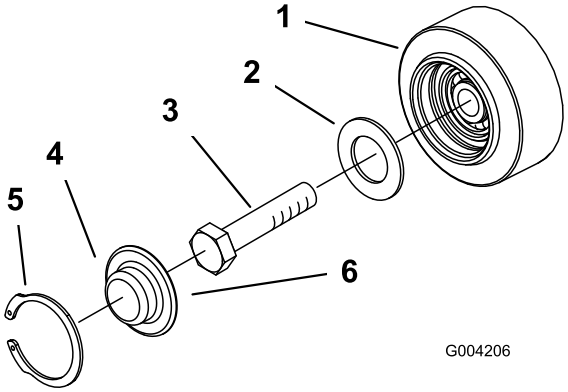

Figur 48
3. Ta bort låsringen och hatten från väghjulet (Figur 48).
4. Kontrollera smörjningen under hatten och runt packningen (Figur 48). Om den är smutsig, sandig eller förbrukad gör du rent så att allt fett försvinner, byter packningen och smörjer igen.
6. Sätt den infettade väghjulshatten över bulthuvudet (Figur 48).
7. Fäst väghjulshatten med låsringen (Figur 48).